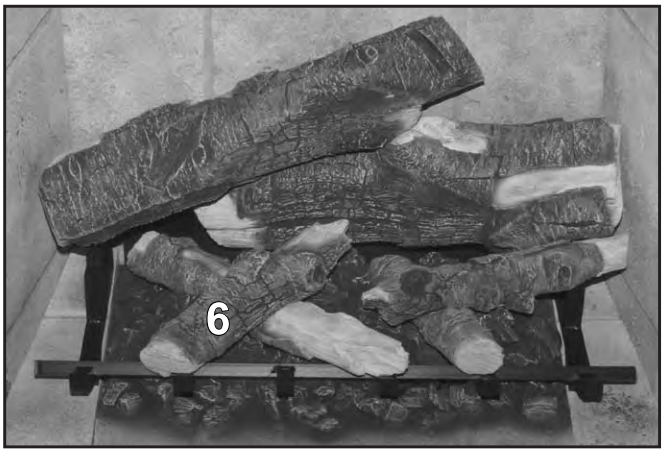

Figure 78: Log 6 in Place.
6. Install Log 6 by resting it across the flat section of Log 5 and locating the front edge across the grate finger as shown in Figure 78.